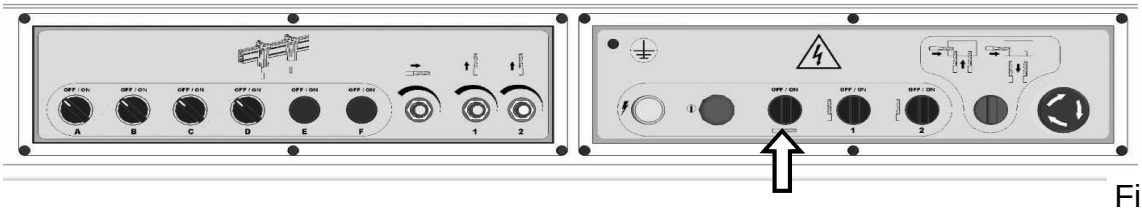

Fig. 10
- 10) switch for inserting horizontal head into drilling cycle (see fig. 10)